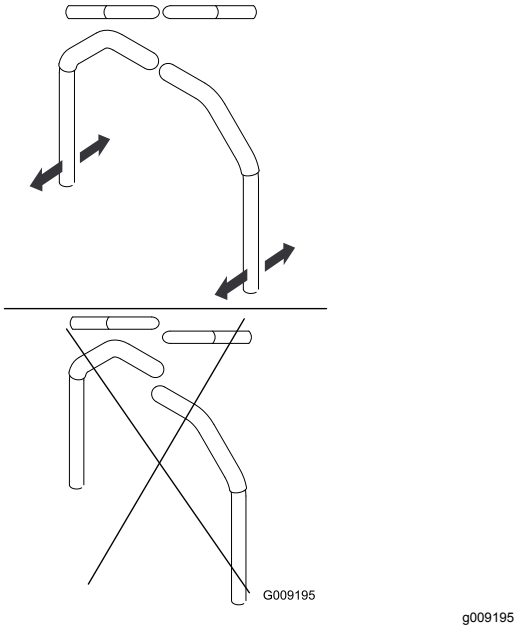

**Figur 88**
4. Rikta in reglagen i främre-bakre läge genom att föra ihop dem i NEUTRALLÄGET, skjuta dem tills de är inriktade och sedan dra åt skruvarna (Figur 88).